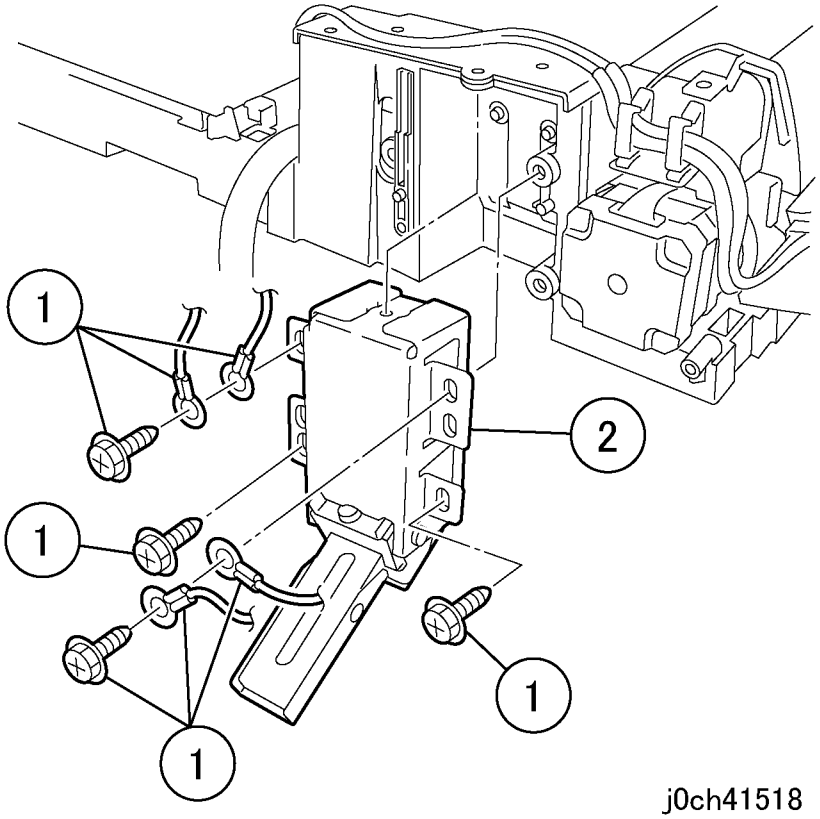

Рисунок 2 Снятие левого противовеса (j0ch41518)
5. Снимите левый противовес (рисунок 2).